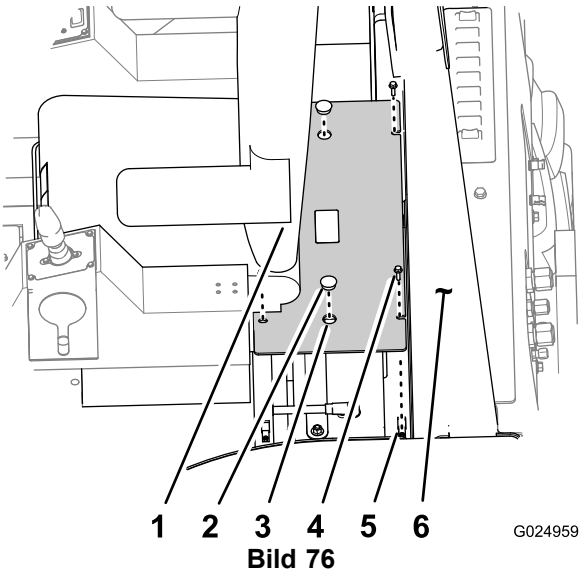

Bild 76
3. Entfernen Sie die vier Schrauben, mit denen die Batterieabdeckung an der Überrollschutzplattform befestigt ist (Bild 76).
1. Fluchten Sie die Löcher in den Montageflanschen für die Batterieabdeckung mit den Plattenmuttern in der Überrollschutzplattform um die Batterie aus (Bild 76).
2. Befestigen Sie die Batterieabdeckung mit den vier Schrauben an der Überrollschutzplattform (Bild 76).